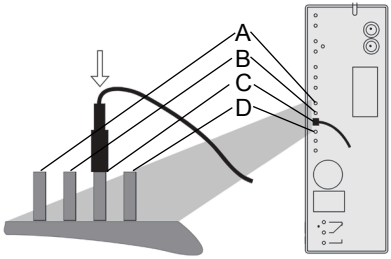

Abb. 6: Zeitsteuerung
3. Auf der Steuerelektronik der Automatik das gewünschte Zeitintervall für den zeitgesteuerten, automatischen Rückspülvorgang wählen. Dazu den Kabelschuh der kurzen Kabellitze auf den Stift mit der Beschriftung aufstecken, die dem gewünschten Zeitintervall entspricht (siehe Abbildung 6).